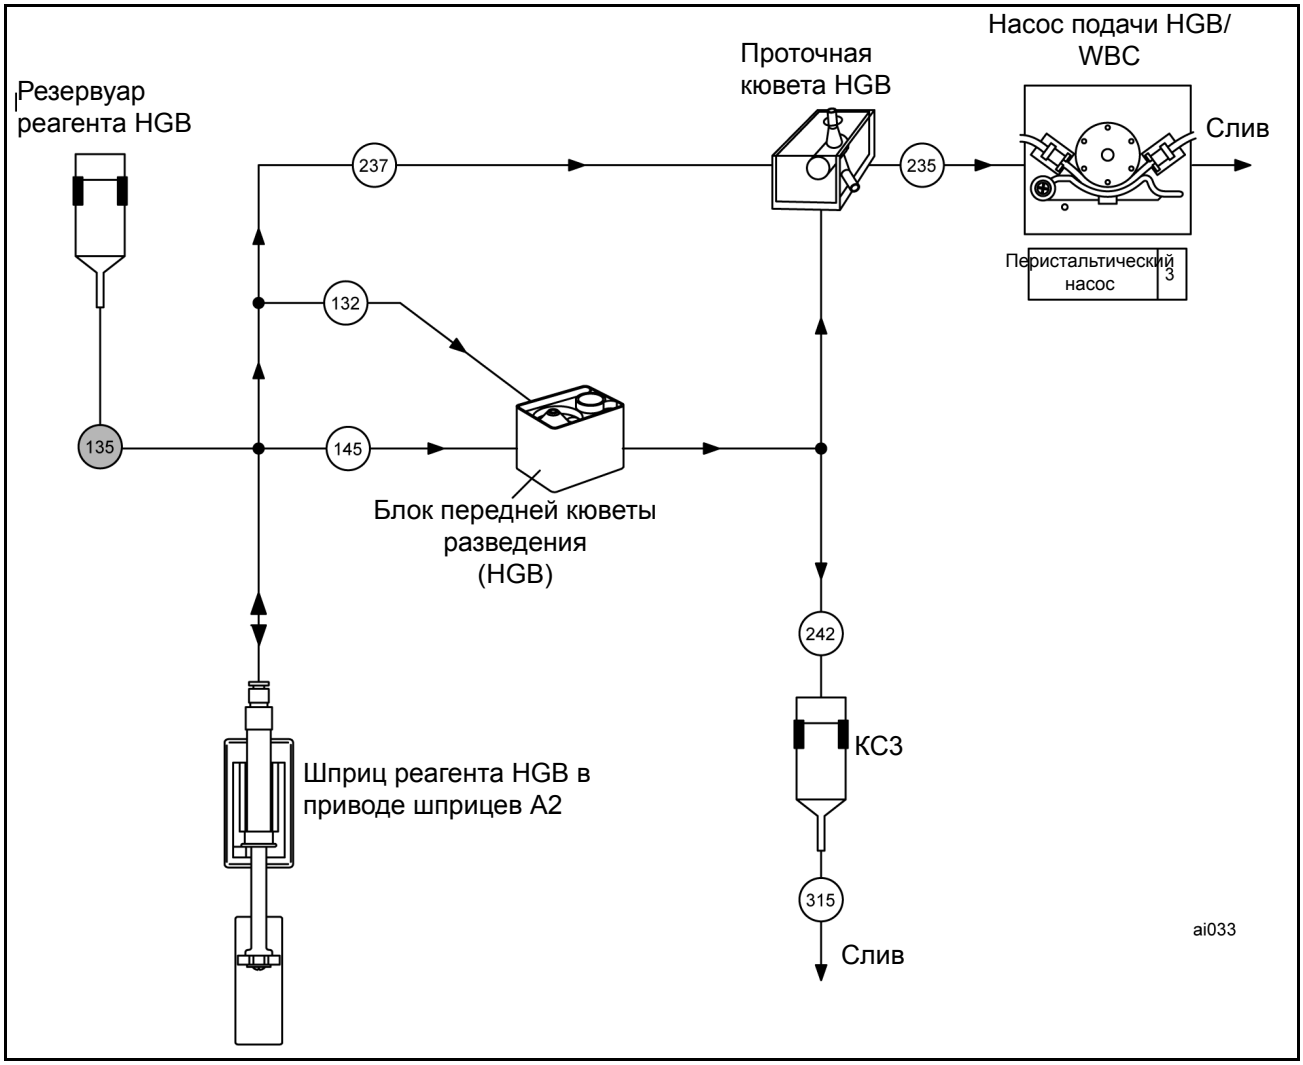

Рисунок 10.13: Проточная система гемоглобина
- **Рисунок 10.13:** ***Проточная система гемоглобина***